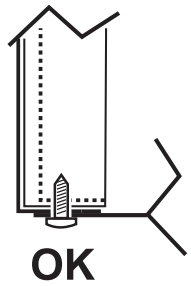
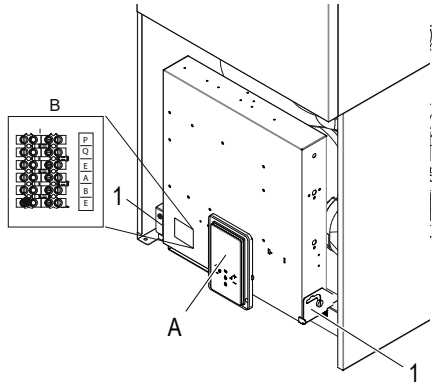

fig. 17 - montagem com parafusos inferiores
fig. 18 - vista sem painel frontal
3. Proceda na ordem inversa para remontar o painel anterior. Assegure-se de que esteja corretamente fixado no painel superior e completamente apoiado nos painéis laterais. Uma vez apertado o parafuso “A”, sua cabeça deve estar posicionada conforme indicado em “fig. 17 - montagem com parafusos inferiores").
Para aceder aos terminais da unidade interior, desaperte os dois parafusos (peça. 1 - fig. 17) por baixo da caixa eléctrica, agarre na caixa eléctrica e solte-a (fig. 18), depois rode para a frente (fig. 19). Remova a chapa metálica traseira (peça. 3 - fig. 19) fixada com 3 parafusos (peça. 4 - fig. 19).
A Painel de visualização e teclado (fig. 17)
A placa de terminais (det. B fig. 17) se encontra no lado esquerdo da caixa elétrica. A placa de terminais é de tipo mamute macho-fêmea. Na lateral da placa de terminais, está presente uma etiqueta de identificação dos seis terminais disponíveis (“Tabela. 6 - Tabela de bloco de terminais").